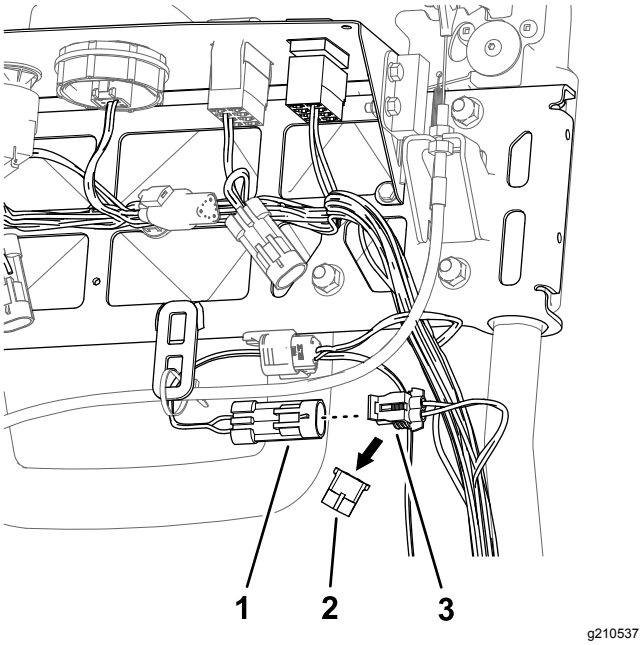

Figura 20
1. Rimuovete, sul davanti della consolle, il cappuccio del connettore a 2 prese del cablaggio preassemblato della macchina (Figura 20).
2. Collegate il connettore a 2 pin del cablaggio preassemblato della luce LED al connettore a 2 prese del cablaggio preassemblato della macchina (Figura 20).